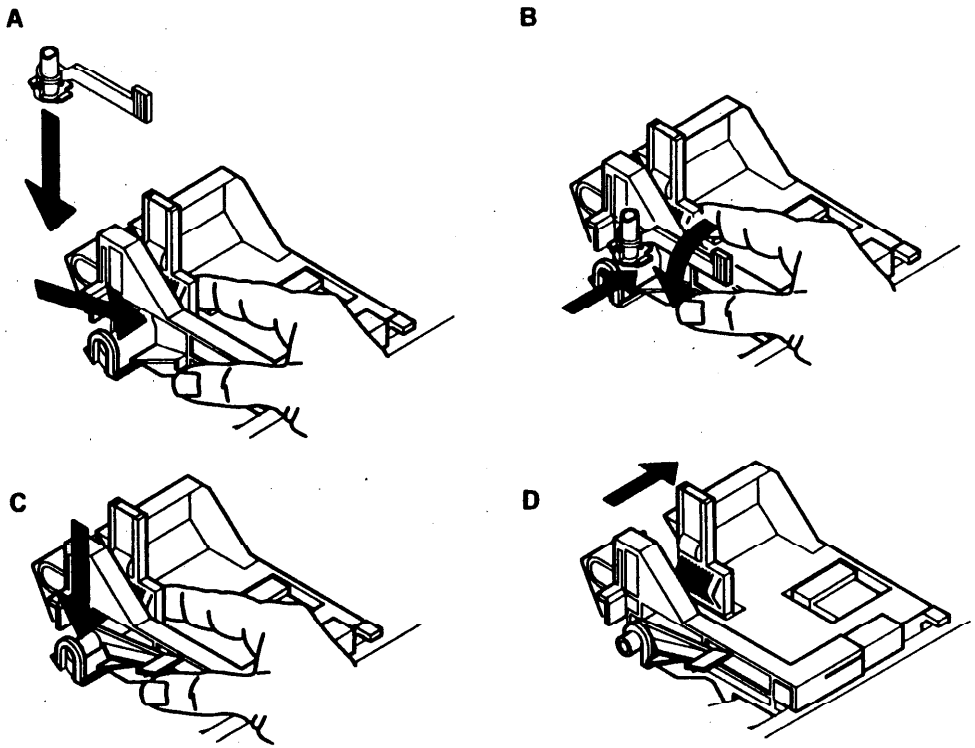

Рисунок 2 Замена штифта кулачка
1. Установите штифт кулачка (рис. 2, A-D).